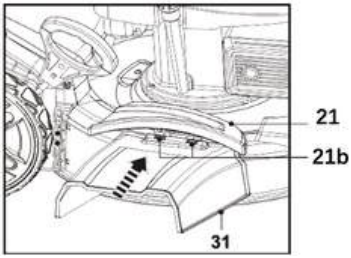

Abb. 19
4. Richten Sie die Öffnungen (31a) der seitlichen Auswurfrinne (31) an den Haken (21b) aus und hängen Sie die Rinne ein (Abb. 19).